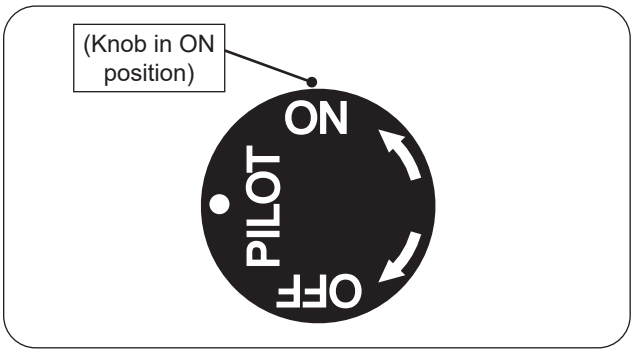

Fig. 30-1 Manual lighting
1. Ensure the pilot is burning. Turn the control knob counterclockwise to **ON** to ignite the burner (see Fig. 30-1).